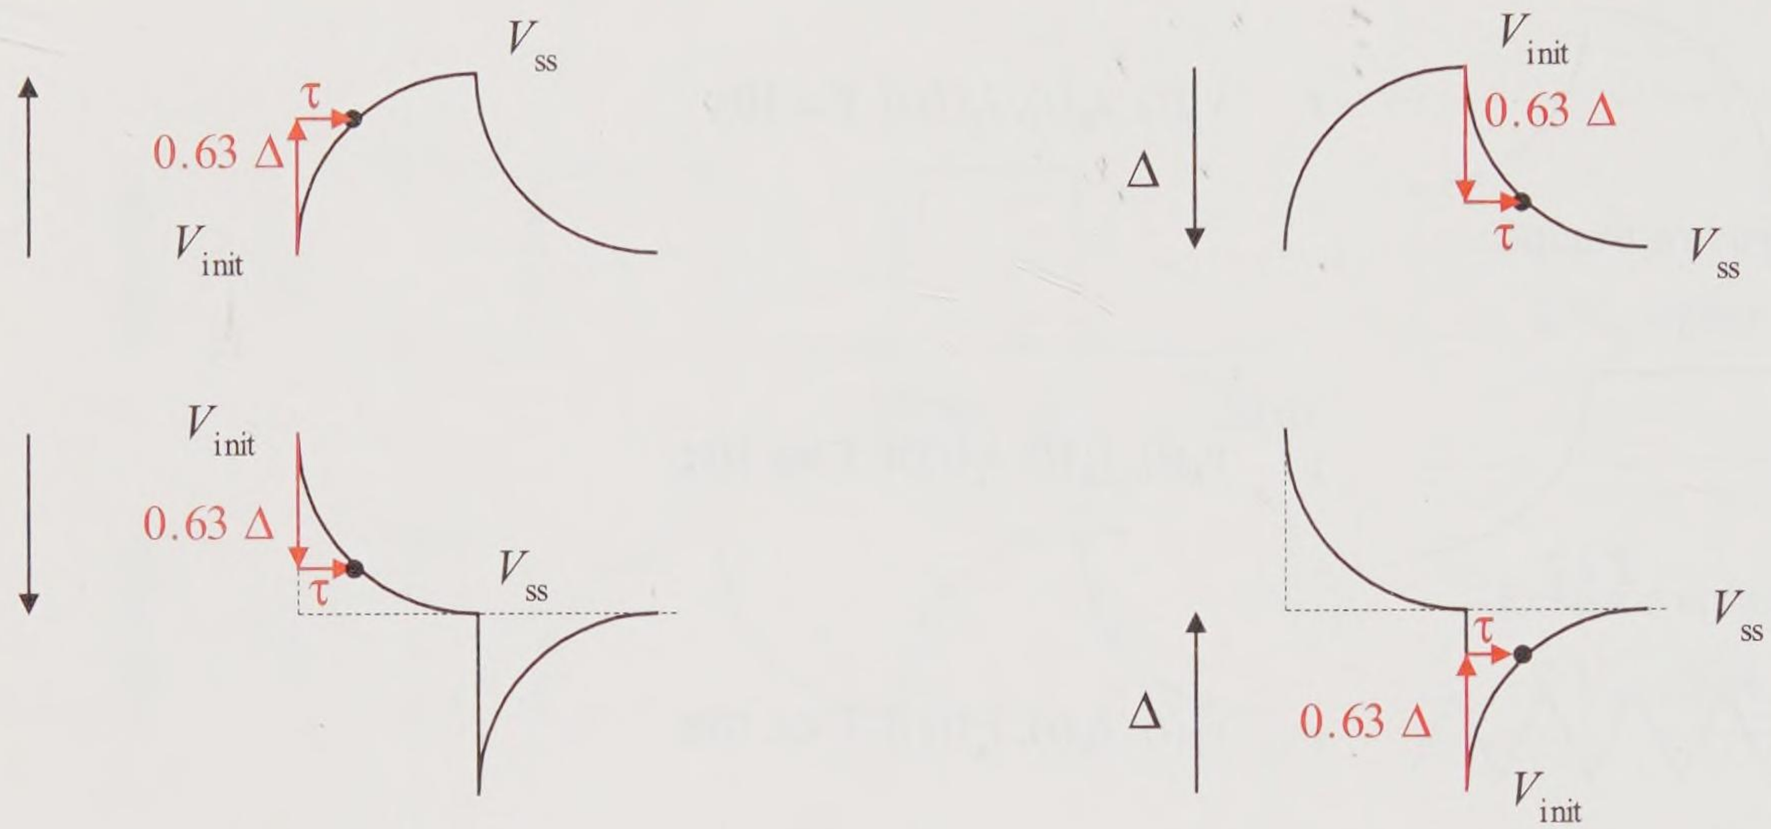

Figure 16-28 Measuring the time constant on an oscilloscope
To measure the time constant with the scope, the transient portion of an exponential waveform response is used. The procedure to measure the time constant τ is the same for *RL* circuits and for *RC* circuits. Figure 16-28 reviews this technique. First select a convenient transient portion of the exponential curve to measure. The time constant is the same for all of the transient portions of the curve, therefore, whichever is the most convenient and accurate to measure, choose it.
3. Measure the number of divisions between the steady state and the initial values (shown as Δ in Figure 16-28)